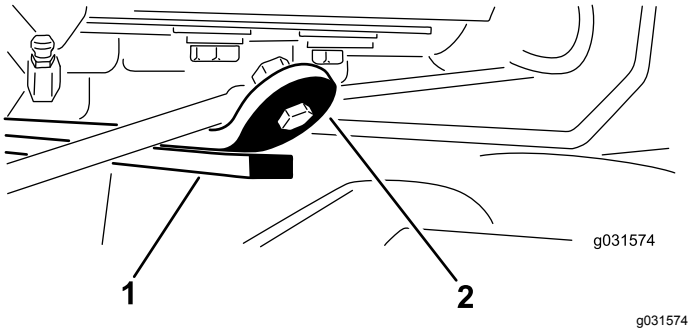

图 13
3. 启动发动机升起滚刀组确保后刀组耐磨棒顶部的耐磨带与缓冲带之间的间隙介于 0.512.54mm 之间如图 13 所示。